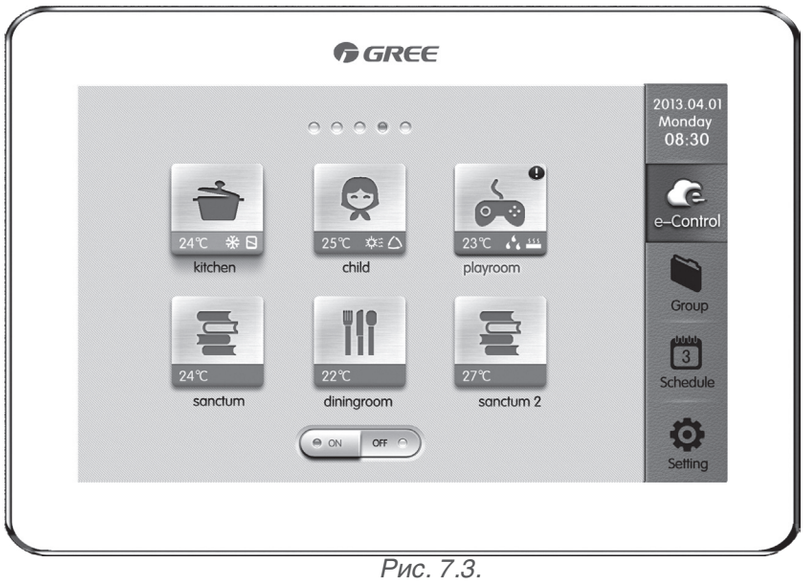

Рис. 7.3.
7.1.3. Проводной зональный пульт управления CE53-24/F(C) (рис. 7.3).